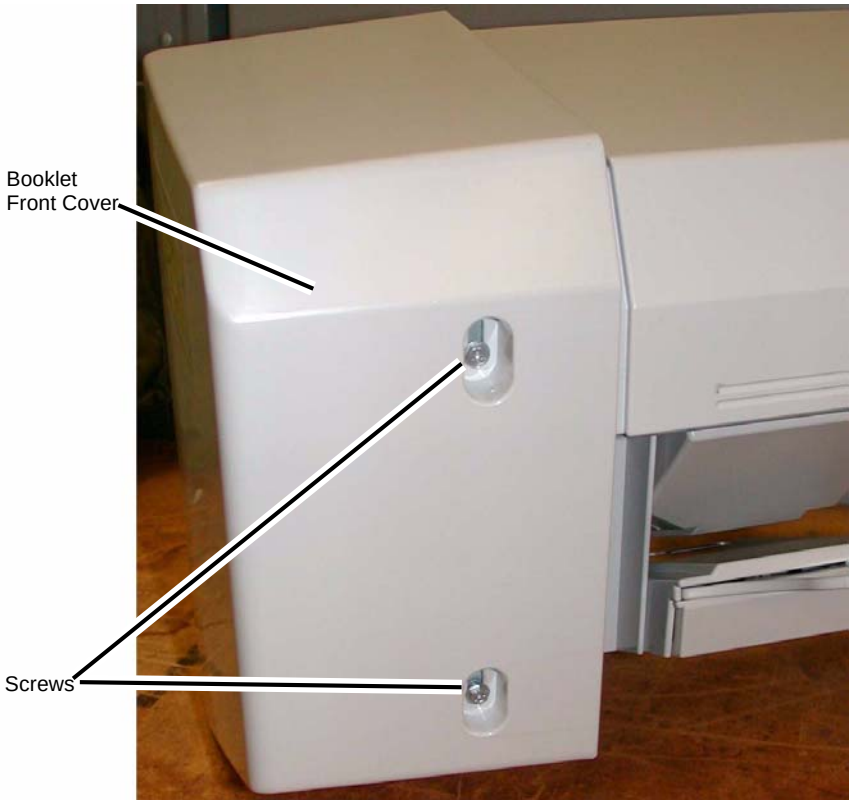

Figure 2 Removing the Booklet Front Cover
(2) Remove the Screws (2) (Figure 2).
(3) Remove the Booklet Front Cover.